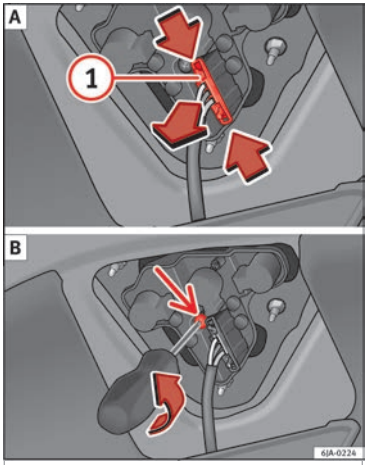

Fig. 160 Remove the lamp holder
– Access the lights by disconnecting the connector (1) ››› **Fig. 160** A and unscrewing the bulb holder ››› **Fig. 160** B. Take care not to lose the bulb holder retaining screw.